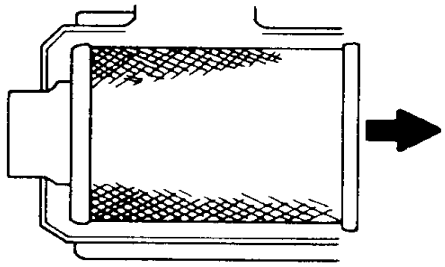

FIGURA 7-7
**b.** EVITE DESALOJAR POEIRA DO FILTRO. Puxe cuidadosamente para fora o filtro do tubo de saída e remova-o da carcaça. Evite bater o filtro contra a carcaça (Figura 7-7).